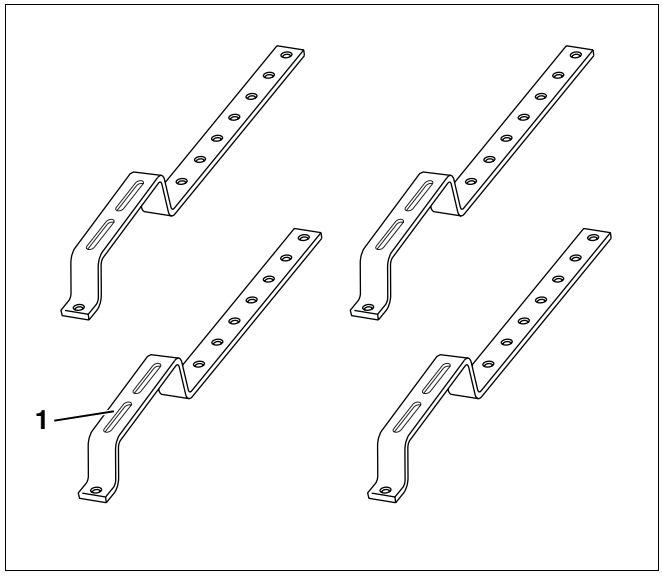

Afb. 11 Montageset specifieke dakhaken – toebehoren
5.2.6 Montageset specifieke dakhaken (voor dakbedekking met leien en beverstaartpannen; toebehoren; per collector) – afb. 11